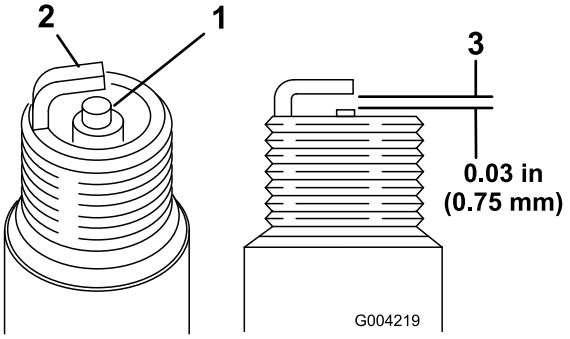

Figuur 35
1. Bekijk de binnenkant van de bougies (Figuur 35). Als de isolator lichtbruin of grijs is, werkt de motor naar behoren. Een zwarte laag op de isolator duidt meestal op een vuil luchtfilter.
2. Controleer de afstand tussen de centrale elektrode en de massa-elektrode (Figuur 35).
3. Verbuig de massa-elektrode (Figuur 35) om de juiste afstand in te stellen indien dit nodig is.